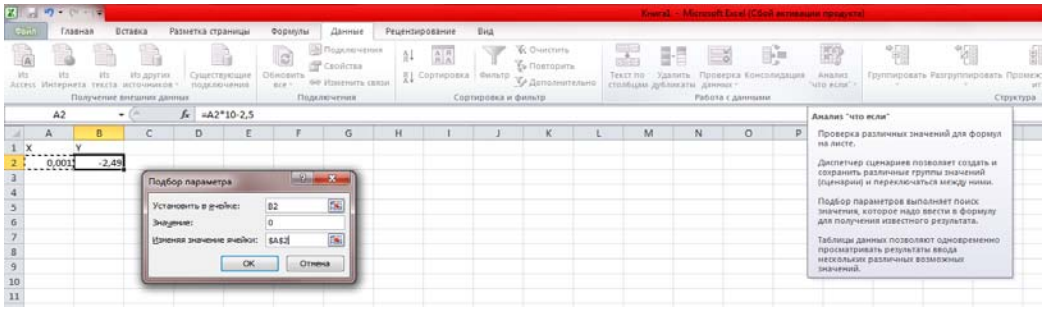

Рис. 9. Решение уравнения с помощью процедуры **Подбор параметра**
7) нажать кнопку **OK** (рис. 9).